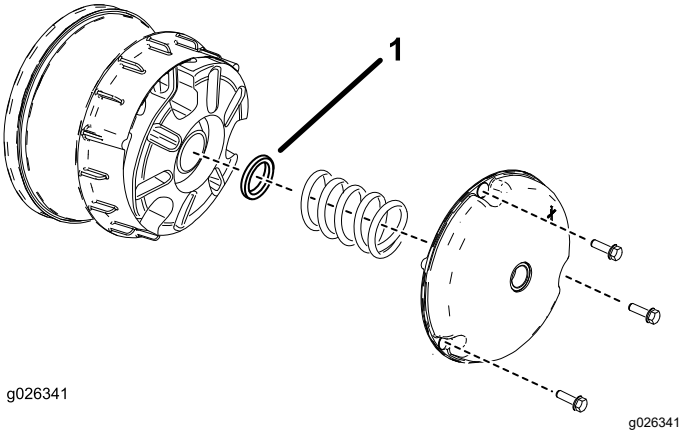
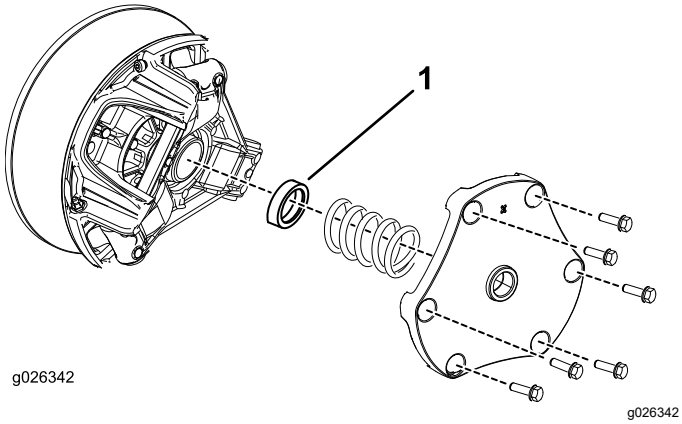

Figure 12
Figure 13
1. Retirez les boulons qui fixent le couvercle de l'embrayage primaire, comme montré à la Figure 12 et la Figure 13.
2. Déposez le ressort et mettez l'entretoise au rebut (voir la Figure 12 et la Figure 13)